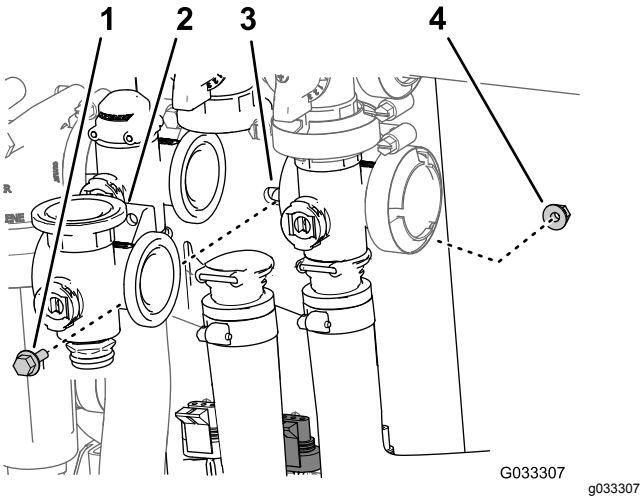

Figur 65
3. Ta bort flänsskruven och flänslåsmuttern som håller fast omrörningsventilen vid ventilfästet, och avlägsna sedan ventilgrenröret från maskinen (Figur 65).